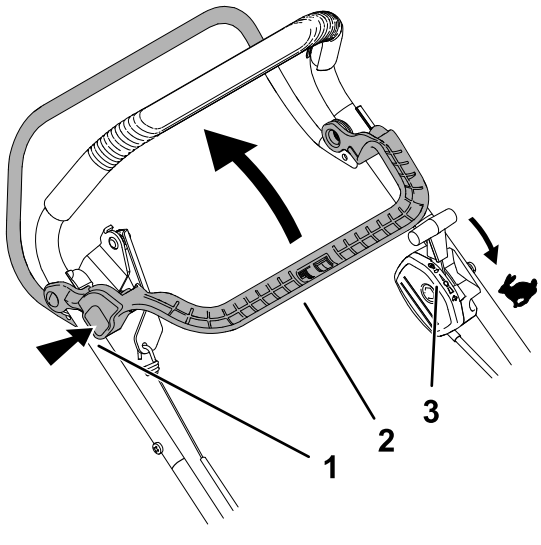

Figur 15
1. Kontrollera att gasreglaget är i det SNABBA LÄGET (Figur 15).
2. Tryck på spärrknappen för knivbromsomkoppling och dra reglaget för knivbromsomkoppling bakåt mot handtaget (Figur 15).